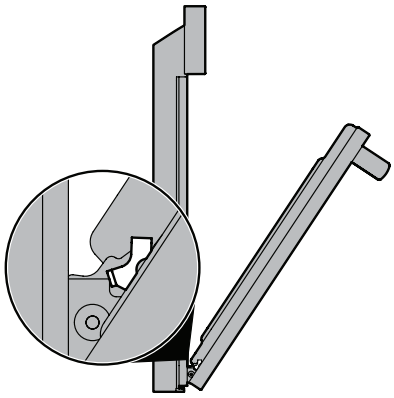

Figure 22: Position de retrait
3. Saisissez la porte par les côtés et fermez-la jusqu'à ce que le cadre entre en contact avec les charnières déverrouillées (Figure 22).
2. Tenez la porte du four au même angle que pour le retrait. Insérez avec précaution les leviers de charnière dans le cadre du four jusqu'à ce que vous sentiez que les leviers de charnière sont logés dans les encoches de charnière. Les bras de charnière doivent être entièrement insérés dans les encoches de charnière avant que la porte du four ne puisse être complètement ouverte. (Figure 22).